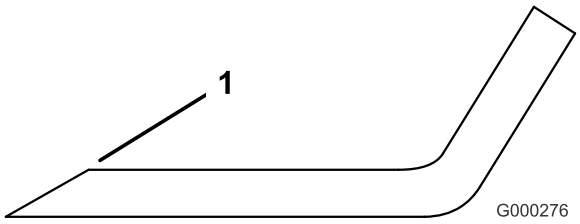

Figur 23
3. Kontrollera samtliga knivars eggar. Slipa knivseggarna om de är slöa eller hackiga. Slipa endast knivseggens översta del och behåll den ursprungliga skärvinkeln för bästa skärpa (Figur 23). Kniven förblir balanserad om lika mycket metall avlägsnas från båda eggarna.